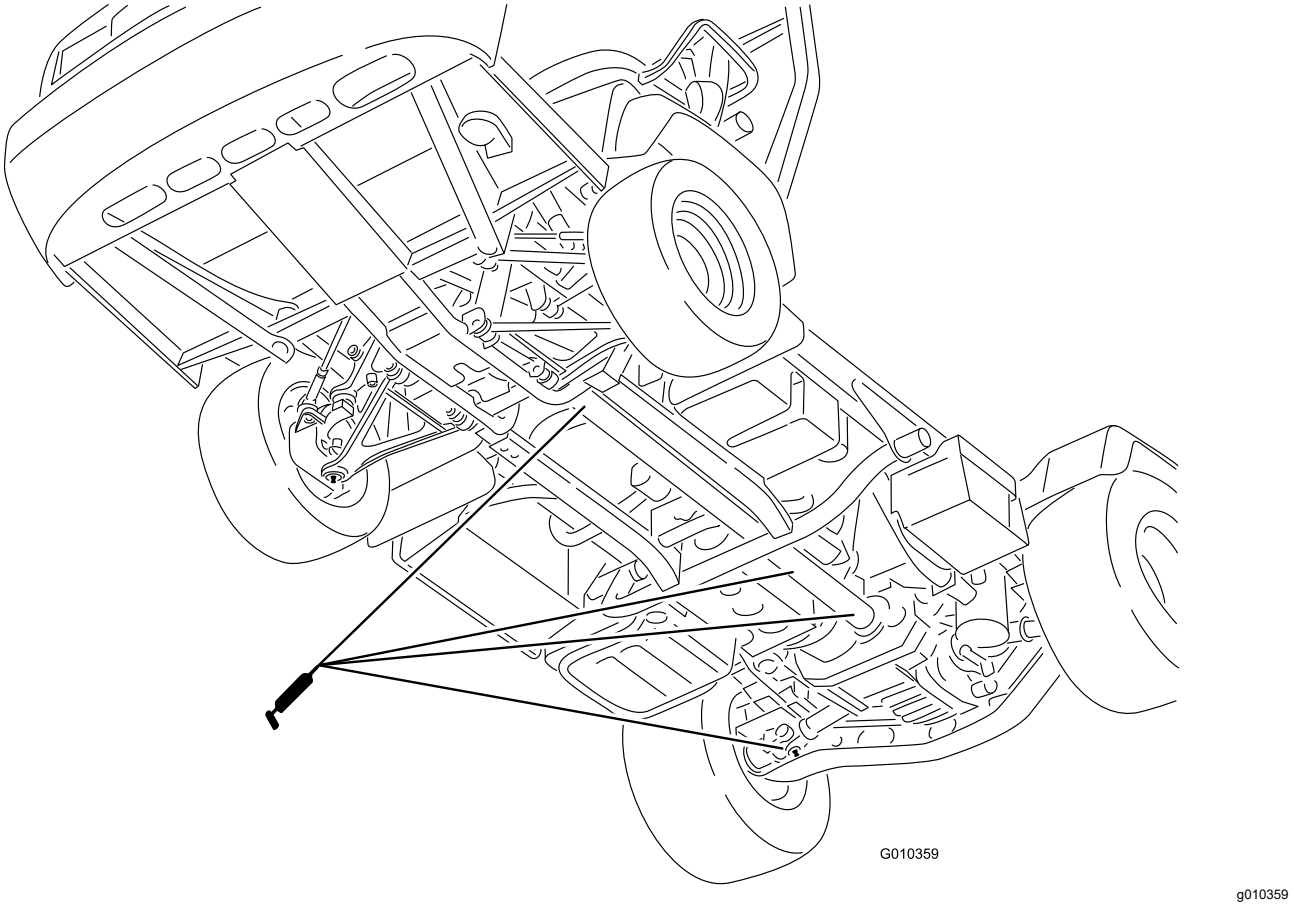

Figura 32
- **Juntas em U (18)**; consulte Figura 32
- **Eixo da tração às 4 rodas (3)**; consulte Figura 32